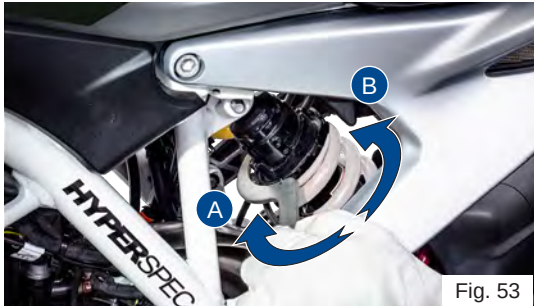

Fig. 53
- Locate the adjuster shock absorber rear and handle ring spanner of tool kit (refer **page 202**) properly into the notches of pre-load adjuster as shown in the figure **(ref. Fig. 53)**.
- Carefully rotate the adjuster clockwise (A) to increase the pre-load (hard suspension).
- Else, rotate the adjuster in anti-clockwise (B) to decrease the pre-load (soft suspension).